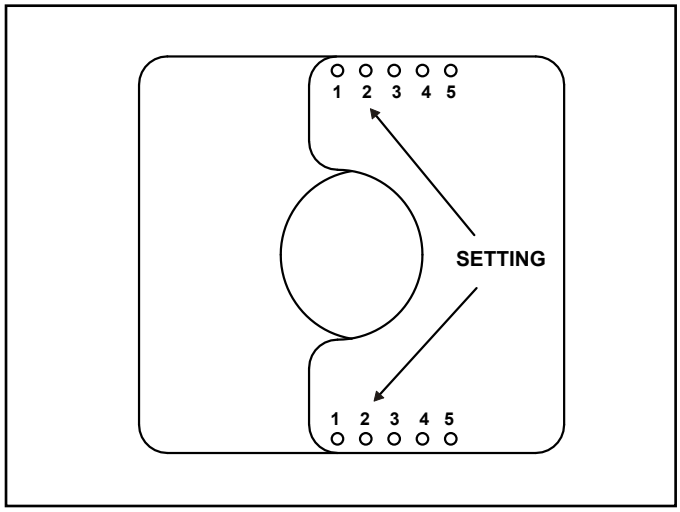

Figure 4.17 Set the Exhaust Restrictor
3. The setting for ECHEL36IN-C, ECHEL48IN-C, ECHEL60IN-C and ECHEL72IN-C is a 2.5 inch setting, or 2-2. Align the holes marked “2” on the numbered exhaust restrictor piece with the hole on the other exhaust restrictor piece. See Figure 4.17. Align the exhaust restrictor pieces with the pilot holes in the inner firebox chamber. Use two 1/2 inch self-piercing screws to secure vent restrictor to firebox heat shield.
2. The setting for ECHEL36STIN-C and the ECHEL48STIN-C is a 2.5 inch setting, or 2-2. Align the holes marked “2” on the numbered exhaust restrictor piece with the hole on the other exhaust restrictor piece. See Figure 4.17. Center the exhaust restrictor on the vent and secure in place with two 1/2 inch self-piercing screws.